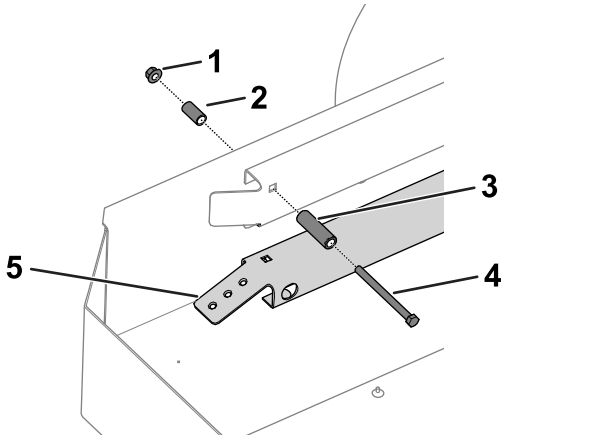

Figura 3
6. Remova as rampas laterais (Figura 3) do atrelado desapertando e removendo as fixações que prendem as rampas laterais ao atrelado.
7. Retire o parafuso (⅜ x 4¾ pol.), espaçador (2½ pol.), espaçador (1¼ pol.) e porca do lado direito do atrelado (Figura 3).
2. Instale o parafuso e espaçador (fornecidos com este kit) e o espaçador previamente removido (1¼ pol.) e porca do lado direito do atrelado (Figura 3).